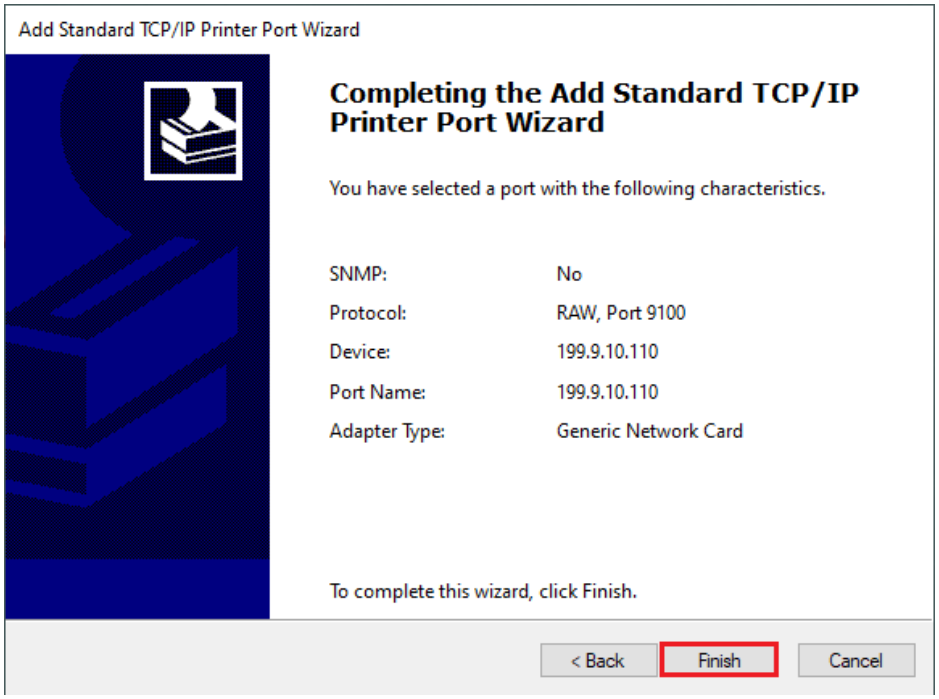

Figure 2-47 Complete adding Standard TCP/IP Printer Port
8. Windows will automatically detect the TCP/IP port. Click "Finish" to complete adding Standard TCP/IP Printer Port, as shown in Figure 2-47.